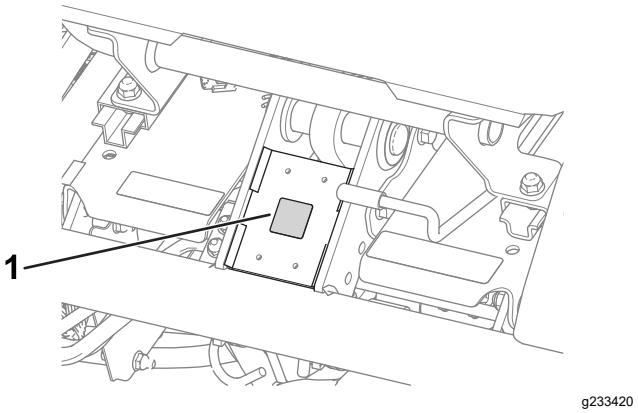

**Figur 10**
- Sæt CE-mærkatet på rammen under sædets forside (Figur 10).